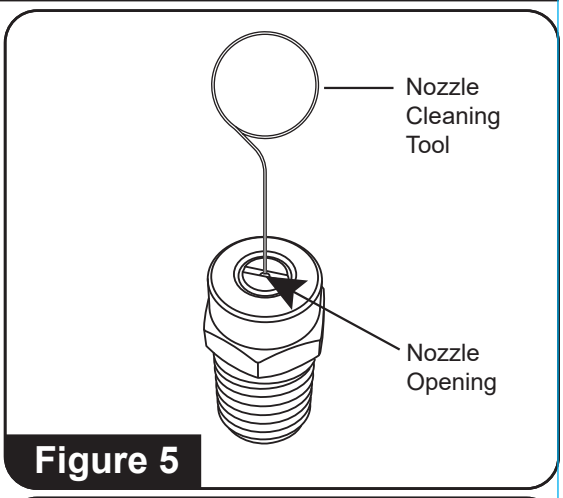

Figure 5
5. Using the nozzle cleaning tool, free any foreign material clogging or restricting nozzle openings. **(See Figure 5)**